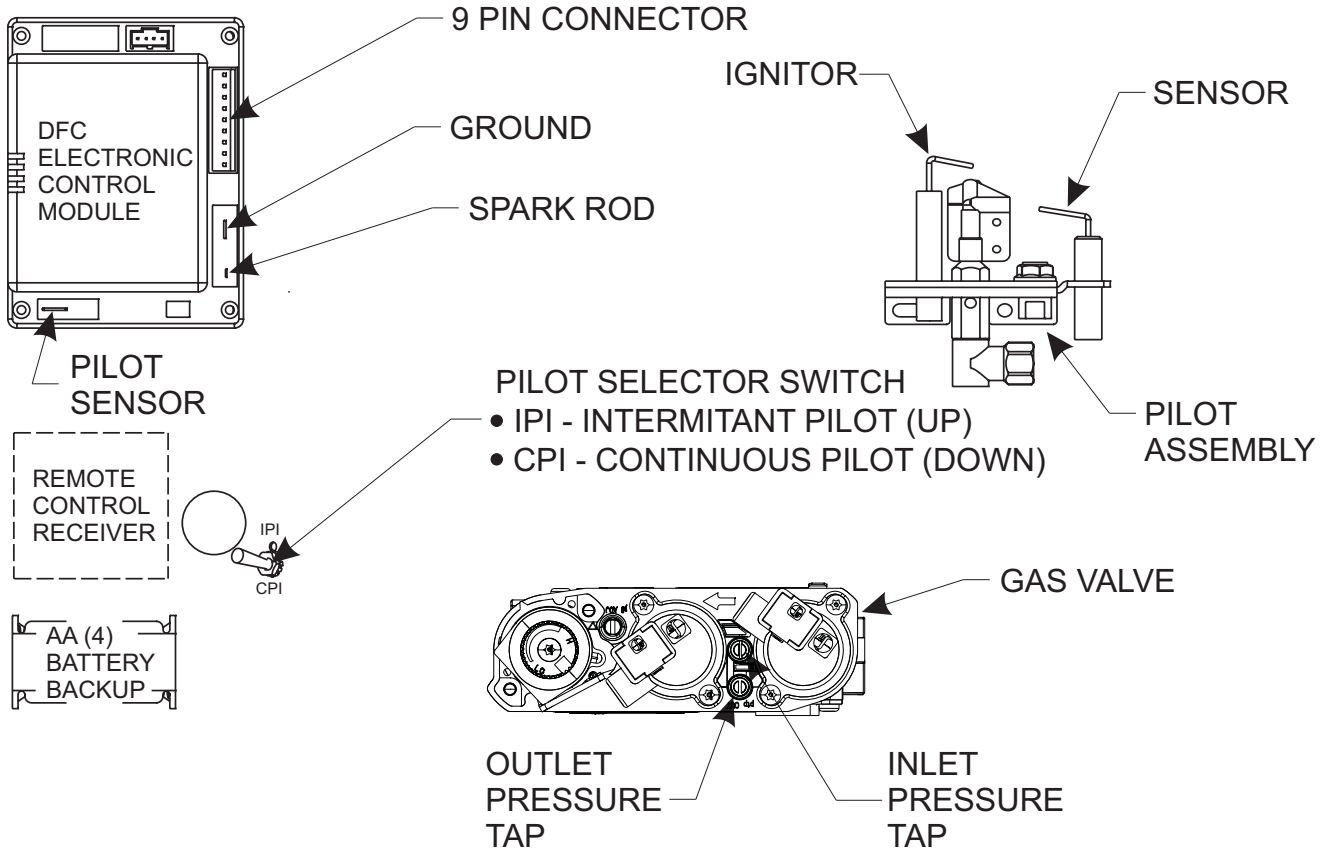

Figure 25
NOTE: A small toggle switch is located on a bracket that is used to switch from IPI (upward position) to the CPI (downward position). **See Figure 25.**
3. The gas valve has inlet and outlet pressure taps as shown in **Figure 25.** Refer to page 11 for gas pressure requirements.
NOTE: The gas control has a manual HI/LO flame adjustment knob (regulator) that allows you to increase or decrease the height of the burner flame. **See Figure 25.** Rotate the HI/LO knob counterclockwise to “HI” to increase the flame height, and clockwise to “LO” to decrease the flame height.
Optional remote controls are available for use with this appliance. To connect the remote receiver to the appliance, first disconnect the ON/OFF switch wires from the white and green wire connectors and connect the wires from the remote receiver to the green and white wire connectors. **See Figure 25.**